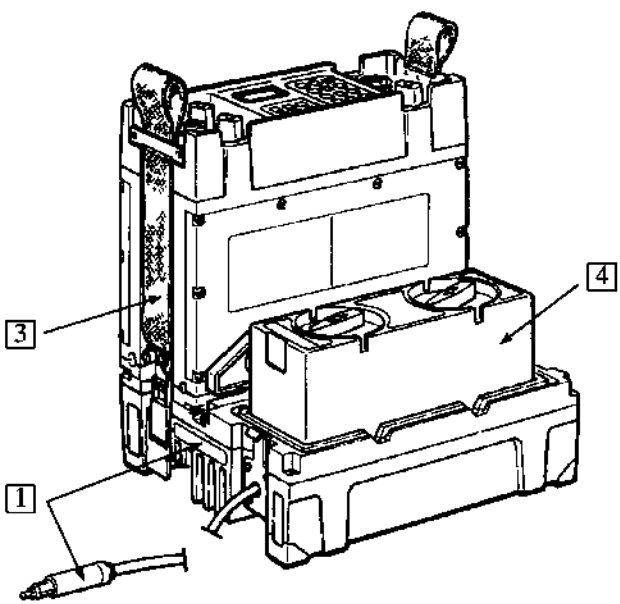

Bild 3. Ra 180 strömförsörjd/laddad av strömförsörjningsdon Ra 180
1. Anslut strömförsörjningsdonets kabel till fordonets sladdlampsuttag (12 V eller 24 V fordonsnät), se Bild 3.